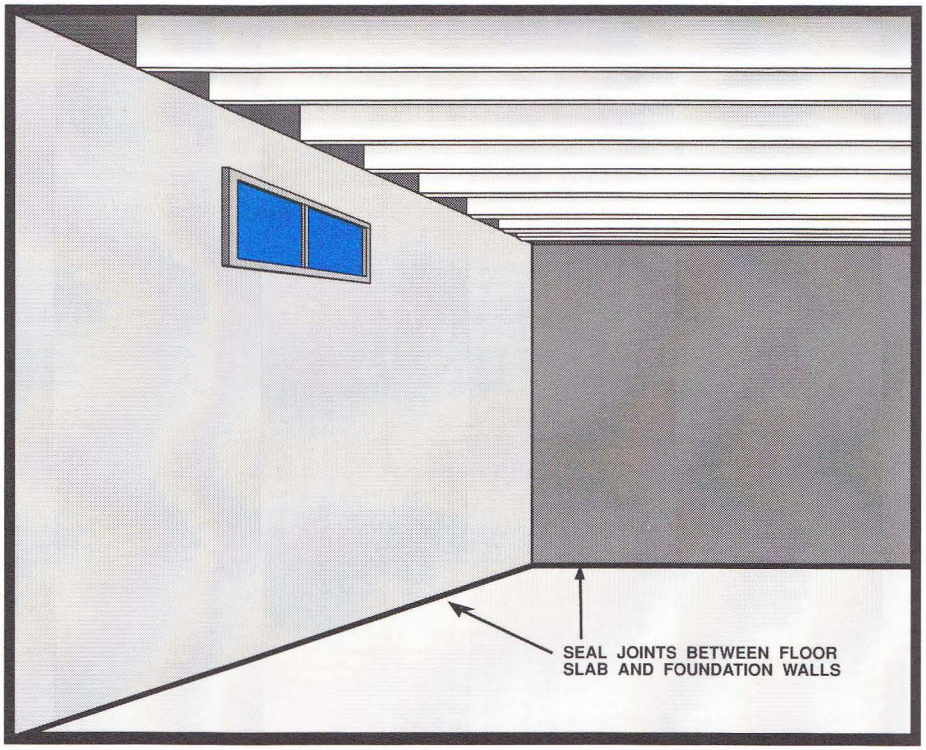

**FIGURE 44**
- Joints between the floor slab and *foundation walls* should be sealed with caulking. (See Figure 44.)